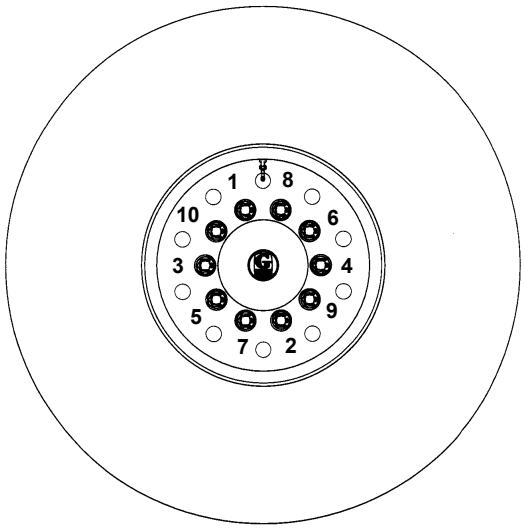

FIGURA 8-13
6. Apriete las tuercas de rueda en la secuencia mostrada, a un par de apriete preliminar de 68 Nm (50 lb-pie) (vea la Figura 8-13).
7. Continúe apretando las tuercas en secuencia hasta que las 10 queden apretadas a un par de 610 a 678 Nm (450 a 500 lb-pie) (vea la Figura 8-13).